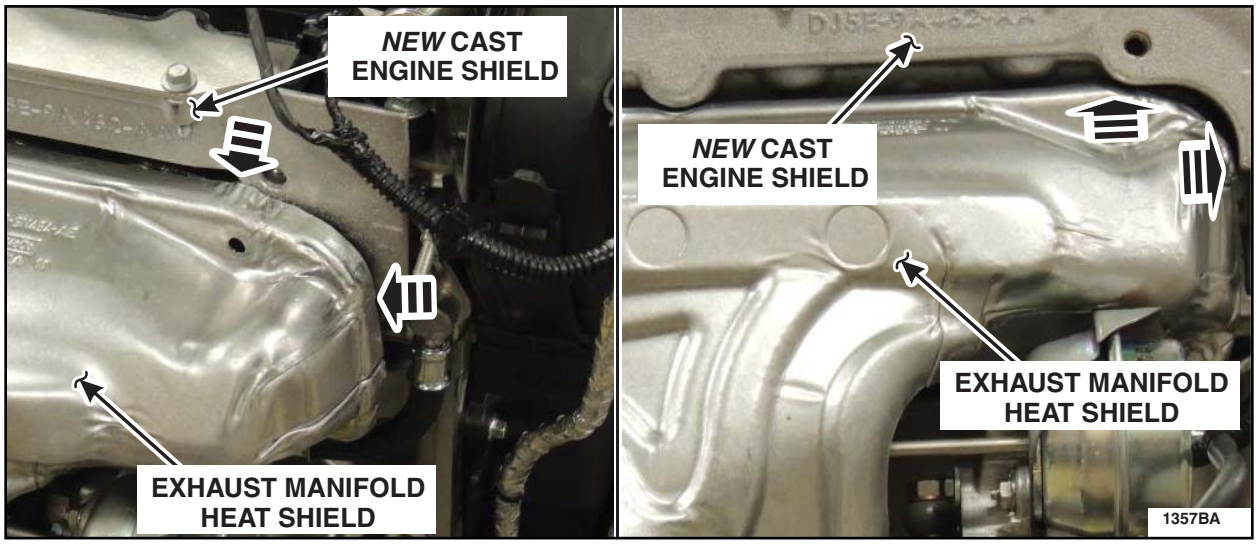

FIGURE C11
12. Continue to press downward and pull forward to roll the exhaust manifold heat shield under the *new* cast engine shield. See Figure C11.